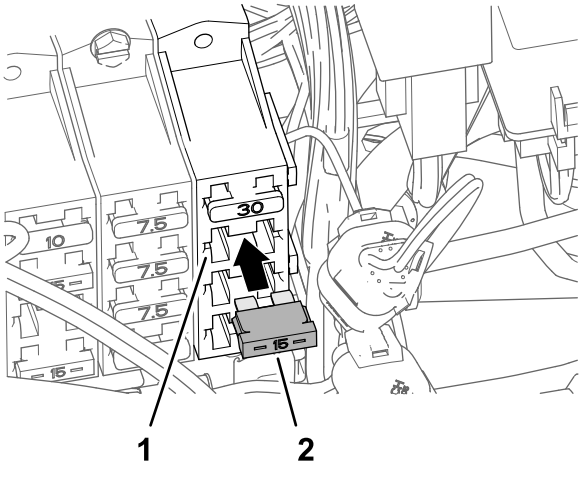

Figur 191
6. Sett sikringen (15 A) inn i sikringssokkel 2 i sikringsblokk 3 til sikringen sitter helt fast (Figur 191).